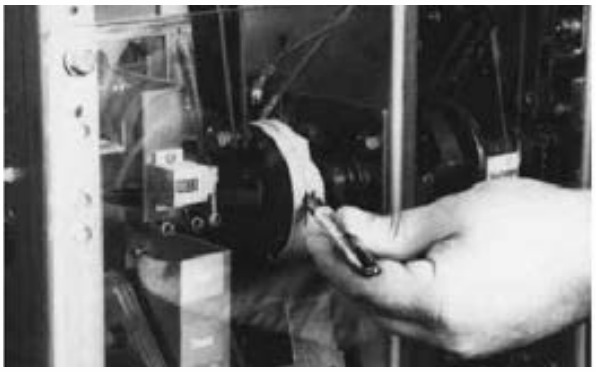

Figure 40. Move marker 15° to the left.
13. Evaluate the CloSure performance by comparing the test tape with the illustrations in Figure 40. If the marking is similar to 42, detail A, measure the over travel "x". If "x" is greater than or equal to 0.6 in. (15.2 mm), the circuit breaker performance is satisfactory. If "x" is less than 0.6 in. (15.2 mm) or if the marking is similar to 42, detail B or 42, detail C, immediately contact the Product Integrity Center for Technical Support at (412) 787-6518.